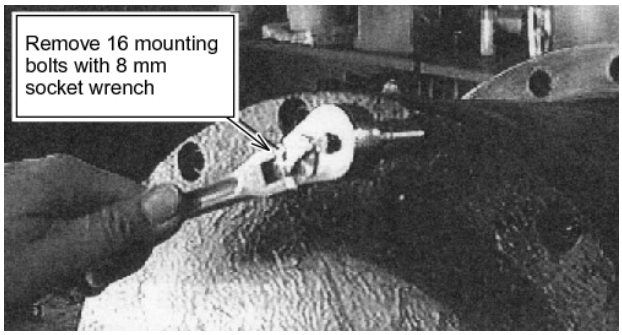

Fig. 8-5
7. Remove the fifteen plate mounting bolts from the travel motor reduction unit cover plates. See Fig. 8-5.